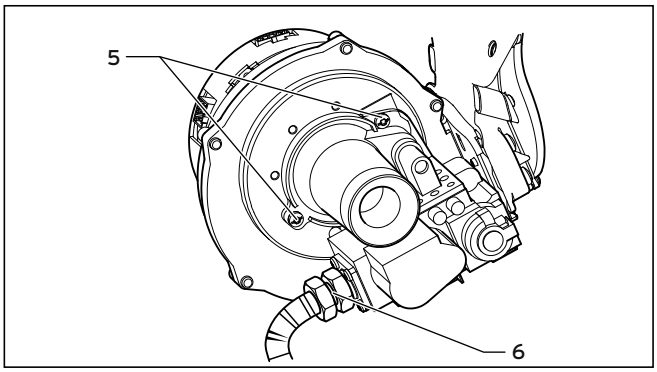

Fig. 10.3 Screwed connection gas valve/fan
- Disconnect the gas supply pipe at the gas valve (**6**, Fig. 10.3).